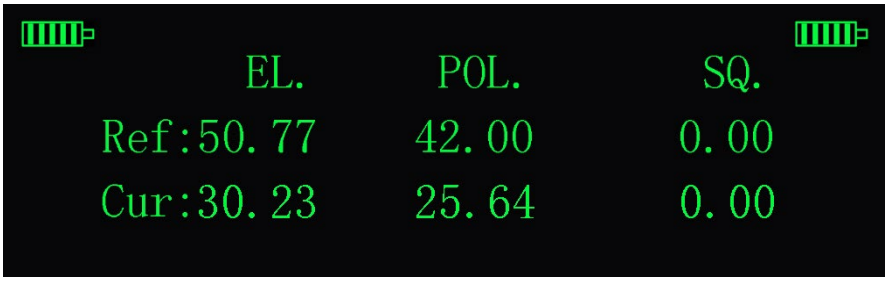

Figure 5-18 Signal Quality
5. The screen appears as shown in Figure 5-18. According to the signal quality shown on the display, the elevation, azimuth and polarization can be adjusted manually to find a better signal value.